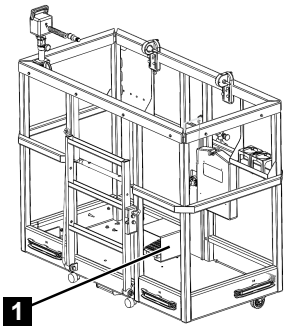

Fig. 136
9. Optionally, both a foot switch (Fig.136/1) and a dead man switch can be installed in the platform. This must be pressed before each movement of the boom system.